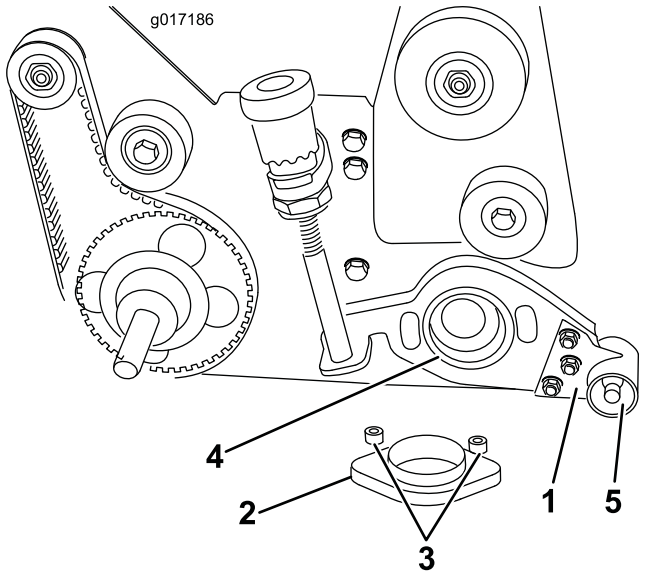

Figur 9
A. Sett inn en adapterring på spolelagerhuset (Figur 9).
B. Før trimmerplaten inn på enden av trimmerakselen (Figur 9).
C. Skru inn de to flathodeskruene på 3/8 x 2 tommer gjennom trimmerarmdekslet og lageradapteren. Plasser et avstandsstykke over hver skrue før du plasserer adapteren i spolelagerhuset. Før adapteren gjennom bronselageret i trimmerplaten og inn i spolelagerhuset. Sett låsemutterne på flathodeskruene og stram til et moment på mellom 31 og 37 Nm (Figur 9).
D. Fest høyre trimmerakselende på trimmerplaten med en 1/2 tommes låsemutter (venstregjenget). Stram låsemutteren til 39 til 47 Nm (Figur 9).
22. Fest trimmerjusteringsknotten på høyre sideplate med hodeskruen på 3/8 x 5/8 tomme og Belleville-skiven du fjernet i trinn 8B (Figur 9).